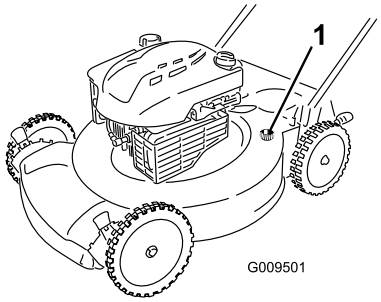

Figuur 32
4. Bevestig een tuinslang die aangesloten is op een kraan aan de wasaansluiting op de machinebehuizing (Figuur 32).